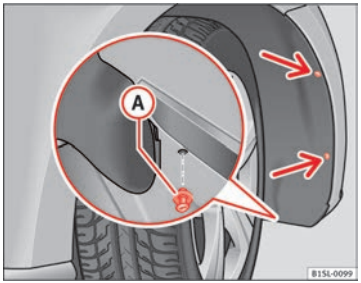

Fig. 153 In the front right wheel arch: Remove the retaining screws (arrows) and take out the expansive rivet Ⓐ.
2.	Unscrew the 2 retaining screws of the wheel arch trim ⇒ Fig. 153 (arrows) with the screwdriver from the vehicle took kit ⇒ page 248.
11.	Place the expansive rivet in the wheel arch trim and bumper and press it completely inwards ⇒ Fig. 153 (A).
12.	Securely screw the 2 retaining screws ⇒ Fig. 153 (arrows) with a screwdriver.